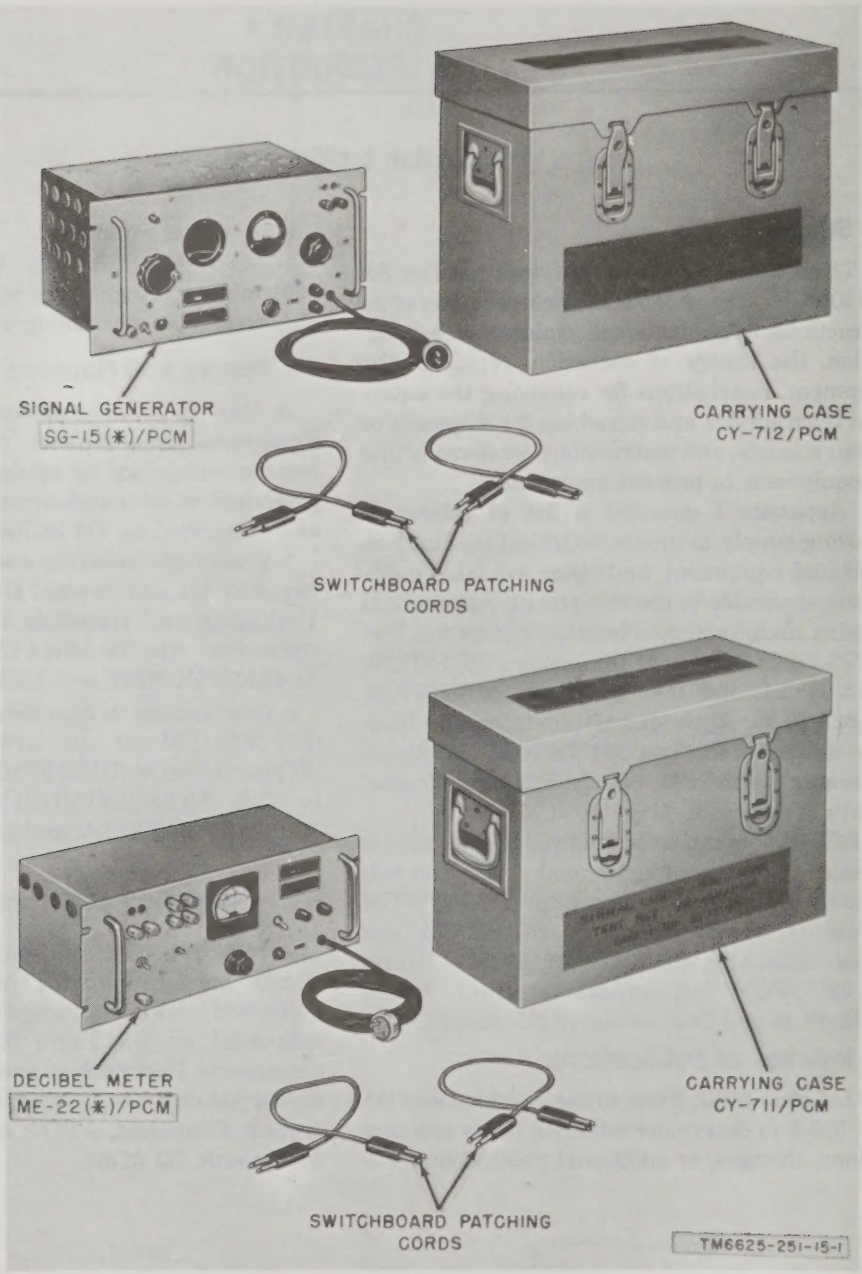

Figure 1-1. Test Set TS-140/PCM less running spares and technical manuals.
a. This manual contains a description of Test Set TS-140/PCM (fig. 1-1), and includes operating instructions, organizational maintenance information, the theory of operation, repair of the equipment, instructions for removing the equipment from service and repacking for shipment or limited storage, and instructions for demolishing the equipment to prevent enemy use.